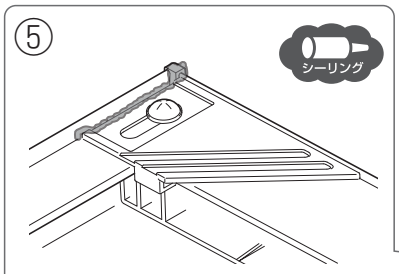

図16-5
⑤後枠と水下側側枠の上面の隙間にシーリングしてください。(図16-5)